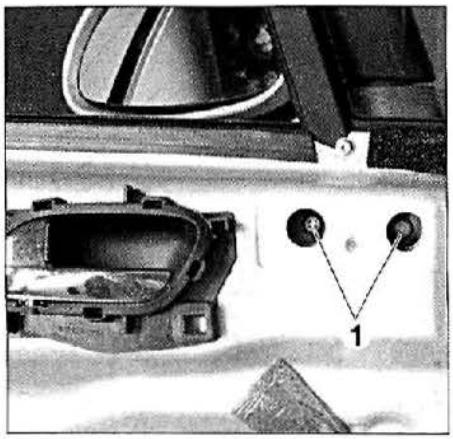

FIG. 64
- Desmontar los tornillos de fijación (1) **(fig. 64).**